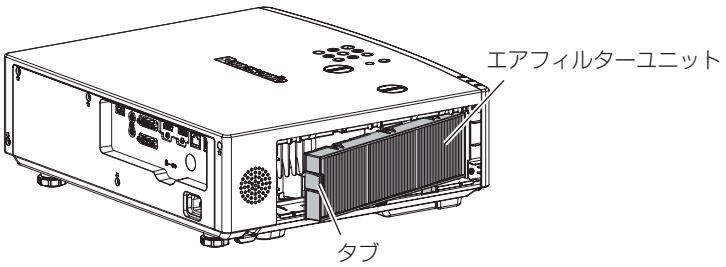

図 1
1)　エアフィルターユニットをプロジェクター本体に取り付ける（図 1）